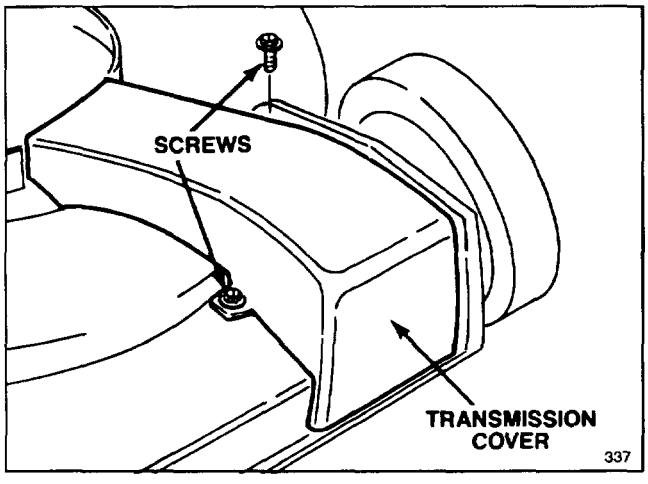

Figure 21
2. Remove two screws and lift off transmission cover (Fig. 21).
2. Remove transmission cover (Fig. 21).